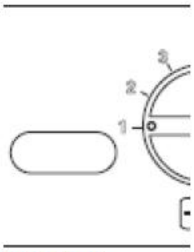

рис. 2.5
• поверните переключатель 3 как указано на рис. 2.5.